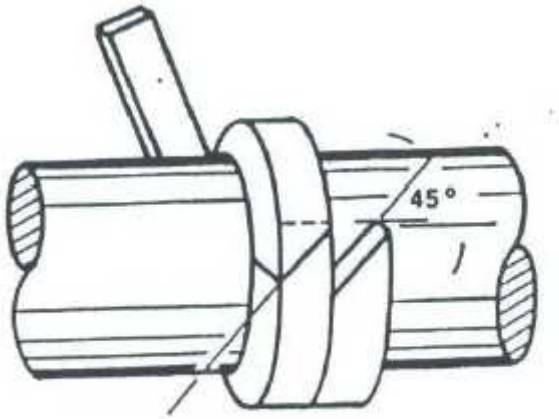

Figura 1
2.4.1. Os cortes de cada segmento de gaxeta, em ambas as extremidades deverá ser feito formando um ângulo de 45 graus em relação ao eixo da gaxeta, como Figura 1.